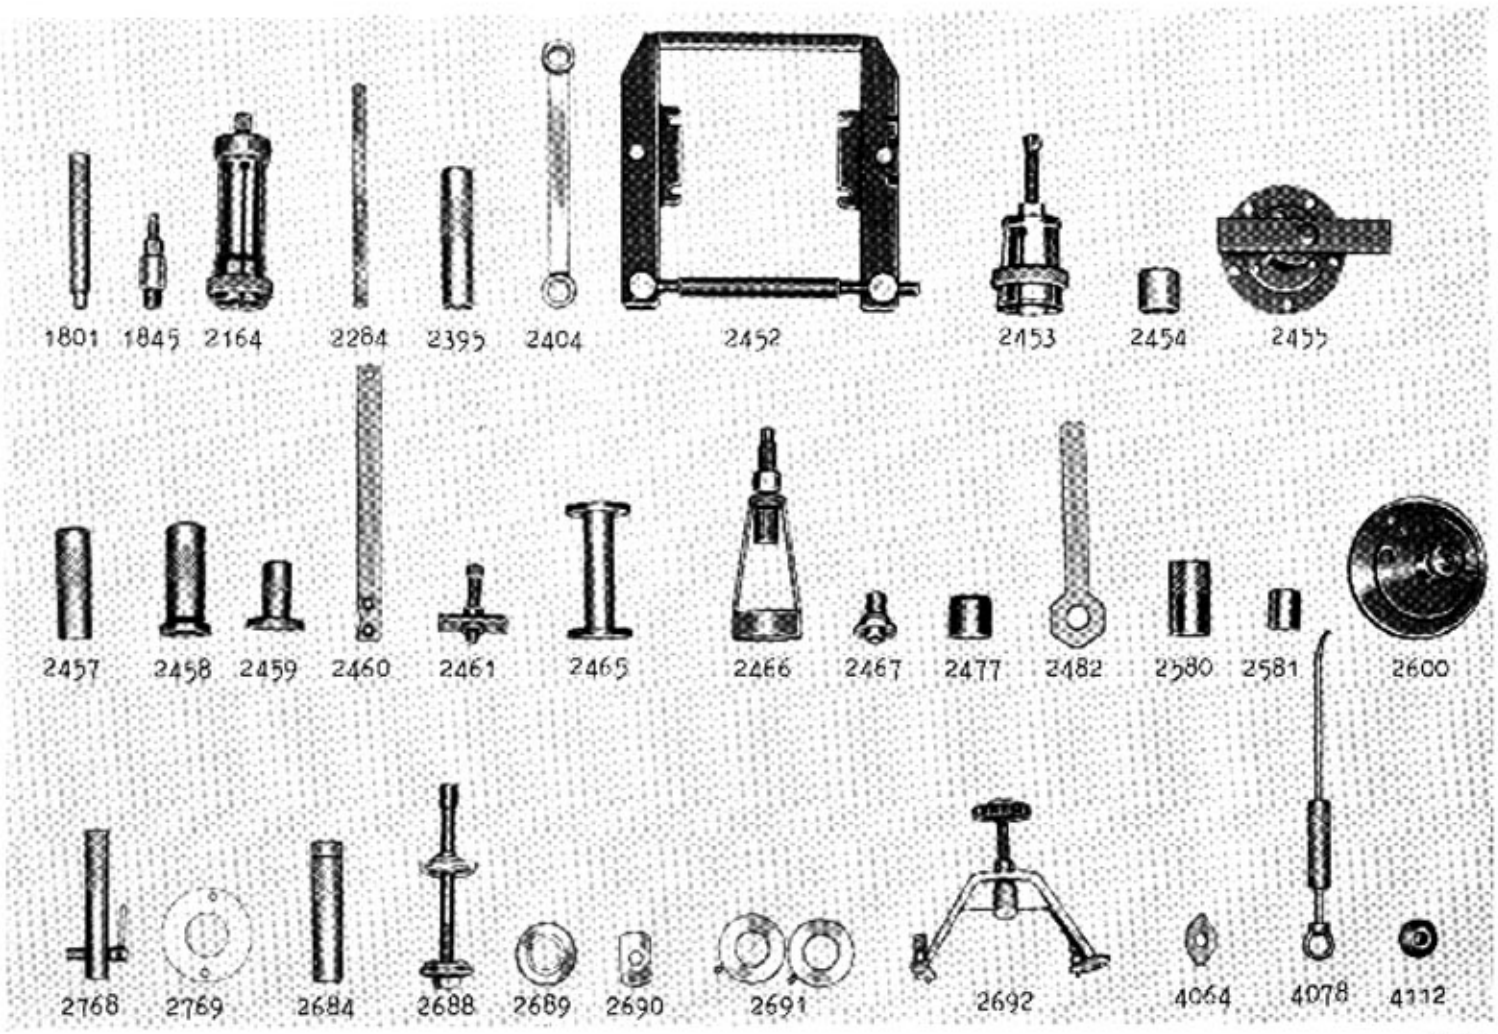

Bild 46 A-37. Specialverktyg
Innan växeln monteras i framaxelkåpan undersöks tätningsringarna (1) bild 46 B-8.